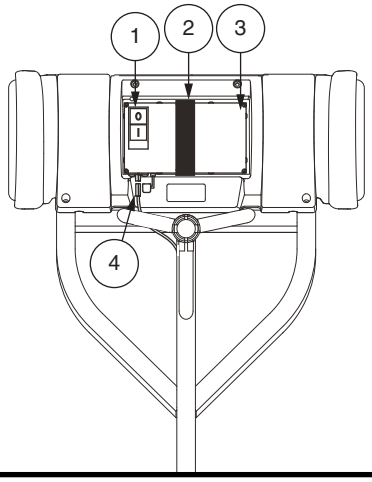

Figure 12. Battery Pack
- Push power button on battery pack to turn your scooter on. The power button also acts as the main circuit breaker. **See figure 12.**
Your scooter is equipped with an innovative easy-to-remove Lithium-Ion battery pack. Refer to III. "Batteries and Charging" for battery pack replacement instructions. **See figures 12 and 13.**
The power button also acts as the main ciruit breaker. When the voltage in your scooter's batteries becomes low or the scooter is heavily strained because of excessive loads or steep inclines, the main circuit breaker may trip to protect the motor and electronics from damage. **See figure 12.**